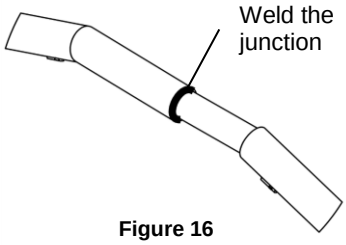

Figure 16
9. **Figure 16.** Weld the junction point of the two sections completely.